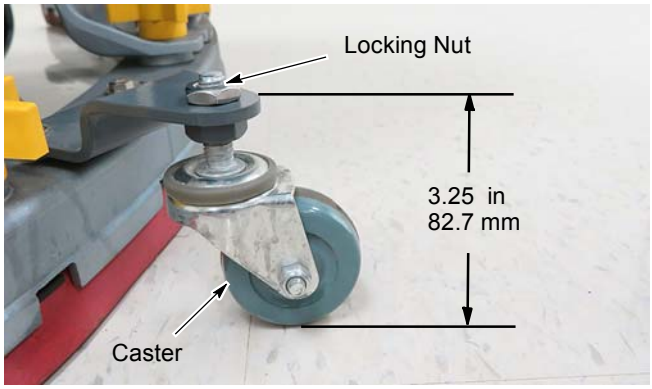

FIG. 9
5. To adjust for proper blade deflection, loosen the locking nut on caster and set the caster height to 3.25 in (82.7 mm) (Figure 9). Re-tighten locking nut and repeat step for other caster.